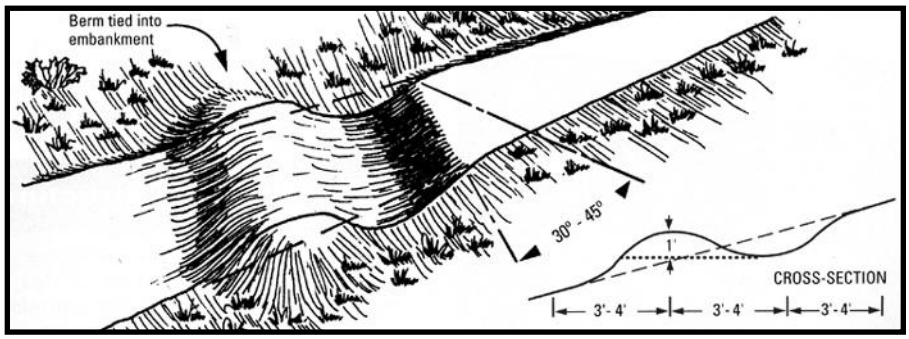

Figure 4. Waterbar Design
- Waterbars are generally **built at a 30 degree angle** (*see Figure 4*). The distance between waterbars will vary from every 250 feet on gently sloping trails to every 40 feet (or less) on steep trails (*see Table 4*).